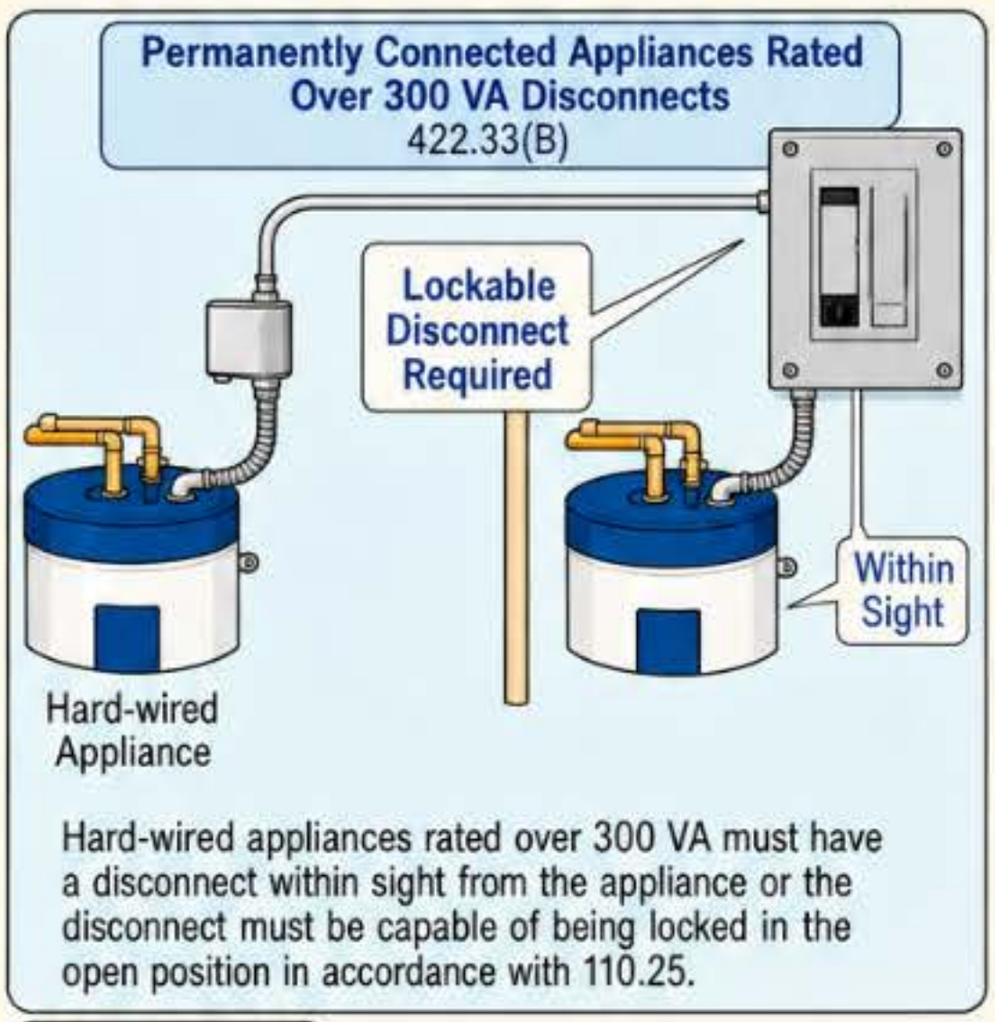

Figure 422–20
(B) Appliances Rated Over 300 VA. Hard-wired appliances rated above 300 VA must include a disconnect located within sight of the equipment. The disconnecting means shall be capable of being locked in the open position in accordance with 110.25. **Figure 422–20**